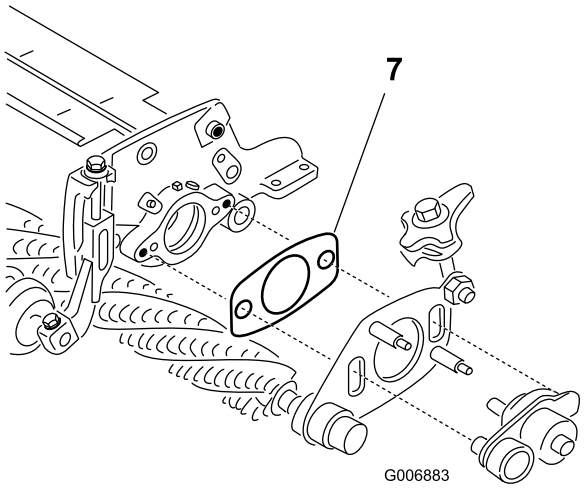

Figure 48
7. Vérifiez que la cale (Figure 48) entre la plaque de pivot du côté entraînement et la plaque latérale du plateau de coupe n'est pas coincée par le moyeu de pivot. La cale doit pouvoir bouger librement.